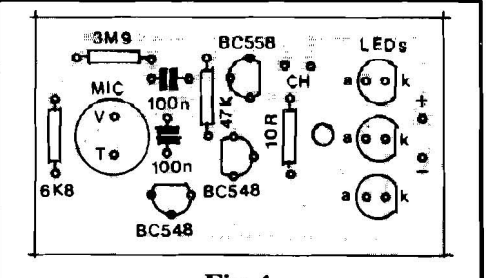

Fig.4
- **FIG. 4** - "CHAPEADO" DA MONTAGEM - A quantidade de peças é pequena, porém muitos dos componentes são polarizados, exigindo posição única e certa para conexão à placa... É o caso dos transístores (cuidado também para não colocar o BC558 no lugar de um BC548...), referenciados pelos seus lados chatos, dos LEDs (idem) e do microfone de eletreto (atenção à identificação dos terminais "vivo" e "terra"...). Quanto aos resistores, atenção para que não ocorram trocas de valor quanto às posições... Mecanicamente, transístores/resistores/capacitores devem ficar bem rentes à superfície da placa (esta é vista, na figura, pelo seu lado **não cobreado**...). Apenas o microfone e os LEDs podem "sobressair" um pouco, de modo que suas "cabeças" se mostrem mais "altas" com relação as demais peças, configurando os "olhos" e a "boca" (ouvido, na realidade...) do RTZ... Se tudo ficar muito bem alinhadinho, nada impedirá que o acabamento final do RTZ seja do tipo "aberto", ficando a própria placa totalmente visível, dando um "charme tecnológico" todo especial ao ROBOZINHO...! Todas as conexões devem ser cuidadosamente conferidas ao final, para só então serem "amputadas" as sobras de terminais, pelo lado cobreado... Nessa conferência, verificar também a qualidade e o estado de cada ponto de solda, corrigindo eventuais falhas ou "corrimentos"...